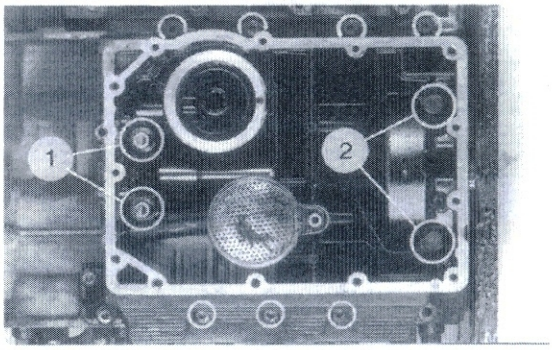

Bild 189
- Zuerst äussere Innensechskantschrauben SW 5 (Bild 189) lockern, dann Lagerschildschrauben ① und ② der Abtriebswelle ausdrehen.
● Zuerst Lagerschildschrauben ① und ② der Abtriebswelle abwechselnd anziehen (Bild 189 ① 18 Nm; ② 40 Nm), dann äussere Innensechskantschrauben SW 5 (7 Nm).